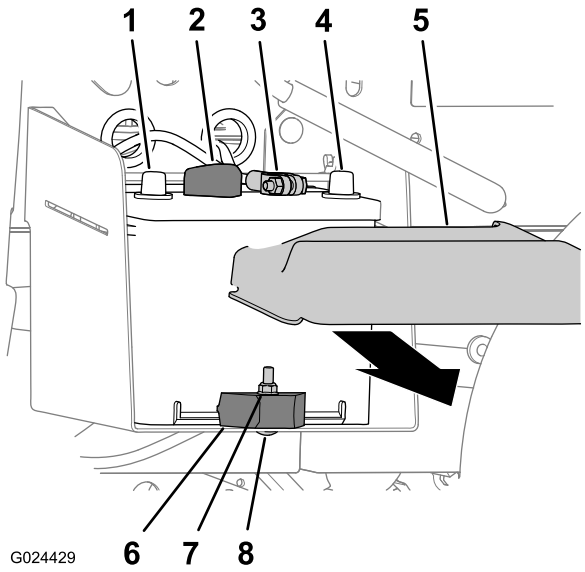

Figuur 56
1. Knijp de zijkanten van het accudeksel samen en neem het deksel van de bovenzijde van de accu (Figuur 56).
2. Koppel de minkabel (zwart) los van de accupool (Figuur 56).
3. Koppel de pluskabel (rood) los van de accupool (Figuur 56).
2. Verwijder de borgmoer, slotbout en accuklem waarmee de accu vastzit aan de accubak (Figuur 56).
3. Verwijder de accu uit de accubak (Figuur 56).
1. Lijn de accu uit met de accubak van de machine (Figuur 56).
Opmerking: Zorg ervoor dat de plus- en minpool van de accu uitgelijnd zijn; zie Figuur 56.
2. Bevestig de accu met de accuklem, de slotbout en de borgmoer aan de accubak (Figuur 56).
1. Sluit de pluskabel (rood) aan op de accupool (Figuur 56).
2. Sluit de minkabel (zwart) aan op de accupool (Figuur 56).
3. Plaats het accudeksel op de bovenkant van de accu (Figuur 56).